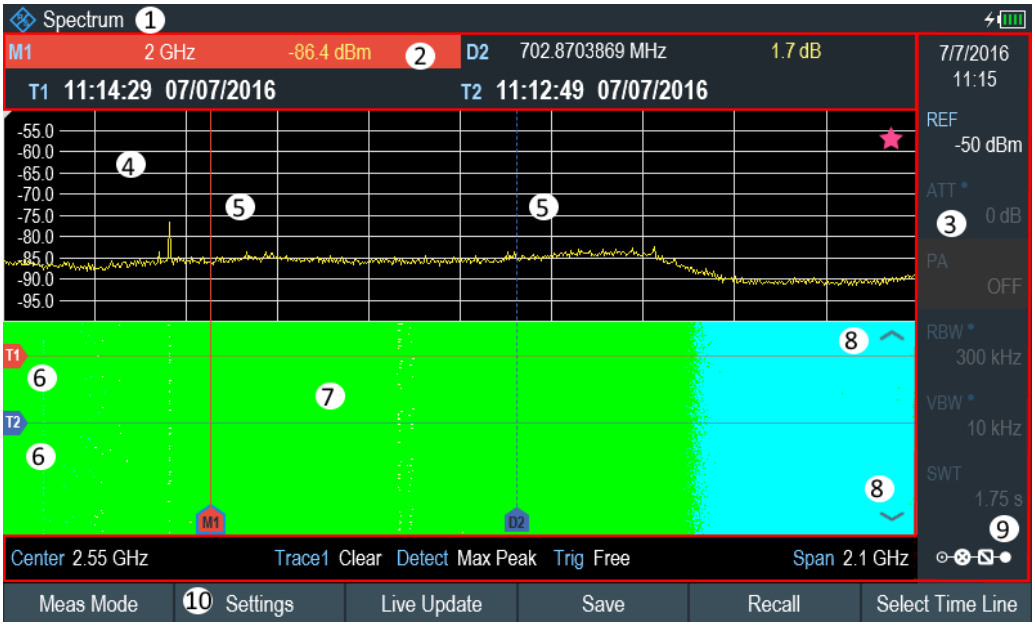

Figure 6-8: Screen layout for the spectrogram
5. To evaluate the measurement result, scroll up and down on the spectrogram scroll-bar icon (see item 8 of Figure 6-8) to the frame that you are interested to view.